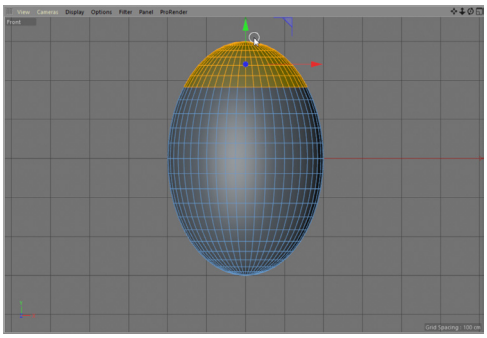

Figure 3-70 *Selected polygons*
6. Choose the **Brush Selection** tool from the Command Palette and then choose the **Polygons** tool from the Modes Palette; *vase* is displayed in the polygon mode. In the Attribute Manager, make sure the **Options** button is chosen. In the **Options** area, clear the **Visible Only** check box. Next, choose the **Brush Selection** tool and select the polygons of *vase* in the Front viewport, as shown in Figure 3-70. If required, decrease the size of the cursor for selection.